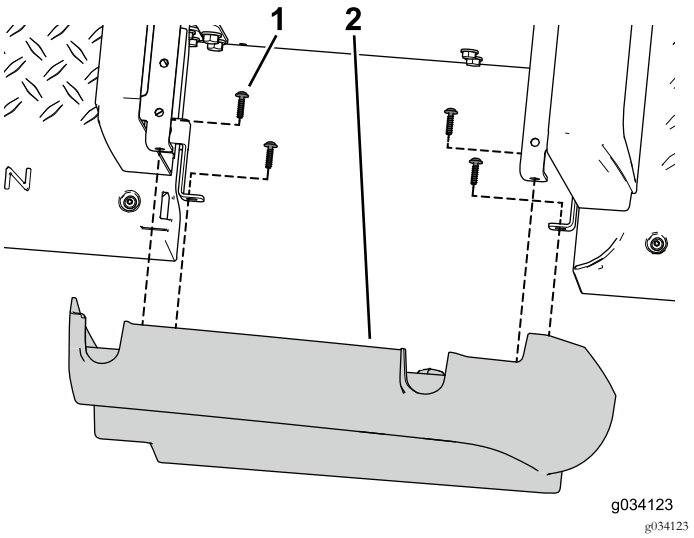

Figura 43
1. Utilize os oito parafusos autorroscados (3/32" x 7/8") para prender os painéis laterais esquerdo e direito do kit aos painéis da base do banco dianteiro (Figura 43).